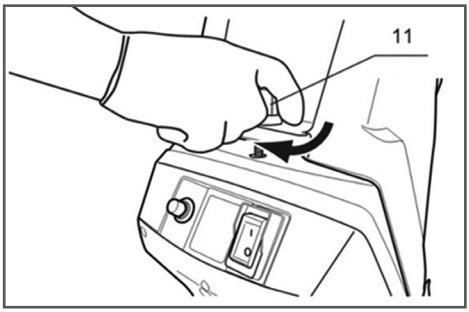

Рис. 5. Фиксация верхней и нижней части корпуса
6. Затяните винт 11 крепления верхней и нижней части корпуса, как показано на Рис. 5.